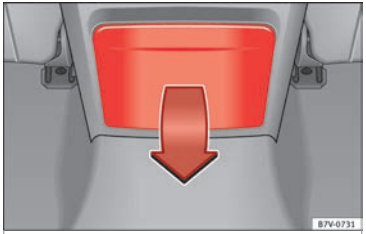

Fig. 190 Centre console, rear section: folding out the drink holder
- To *open*, move the drink holder downwards in the direction of the arrow ››› **Fig. 190**.